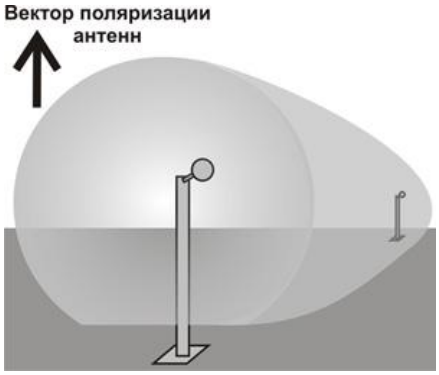

Рис.6.1
6.1.1.1 При наклоне БПРМ и БПРД под углом 45° относительно поверхности земли (рис. 6.1), что соответствует вертикальной или горизонтальной ориентации вектора поляризации антенн (в зависимости от направления поворота), на БПРМ суммируются сигналы как прямые от БПРД, так и отраженные нарушителем. Ввиду того, что «прямые» и отраженные сигналы попадают на БПРМ под углом 0° или 180° к собственному вектору поляризации приемной антенны, образуются зоны Френеля, которые участвуют в сигналообразовании (аналогично всем радиоволновым и радиолучевым извещателям), что приводит к расширению ЗО.